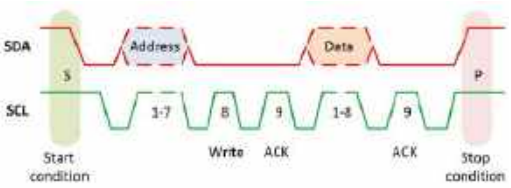

Rysunek 7.3. Komunikacja na magistrali I²C
Rysunek 7.3 pokazuje prostą wymianę danych na magistrali, rozpoczynającą się od sekwencji startu (S) i zakończoną sekwencją stopu (P). Zwróćmy uwagę, że na linii SDA jest najpierw przesyłany adres (od 1. do 7. taktu zegara pierwszego cyklu magistrali), a od 1. do 8. taktu zegara następnego cyklu magistrali transmitowane są dane. Przed i po całej transakcji linie magistrali znajdują się w stanie spoczynku.
z którym się komunikujemy, jest przeznaczonych 7 bitów (rysunek 7.3). Magistrala może obsłużyć 127 urządzeń. Ósmy bit pierwszego bajtu wysyłanego przez układ master informuje, czy kolejne dane będą transmitowane z (0) czy do (1) mastera. Przesyłanie adresu rozpoczyna się od najbardziej znaczącego bitu. W tabeli 7.1 przedstawiono adresy przykładowych układów I²C. To pomoże uzmysłowić sobie jak uniwersalna i przydatna jest ta magistrala. Adresy są podane w układzie szesnastkowym, czyli 0x20 oznacza 32 w systemie dziesiętnym i 100000 w dwójkowym.